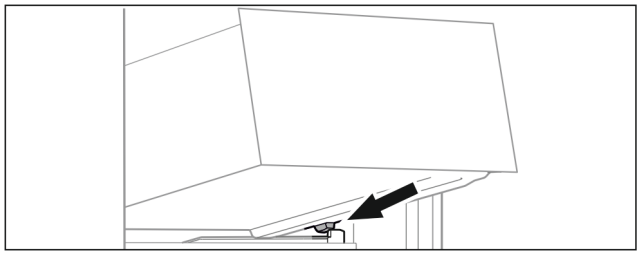

Fig. 132
▶ Наклоняя вниз, установите выдвижной ящик за стопоры на контейнерное ребро. (см. Fig. 132)